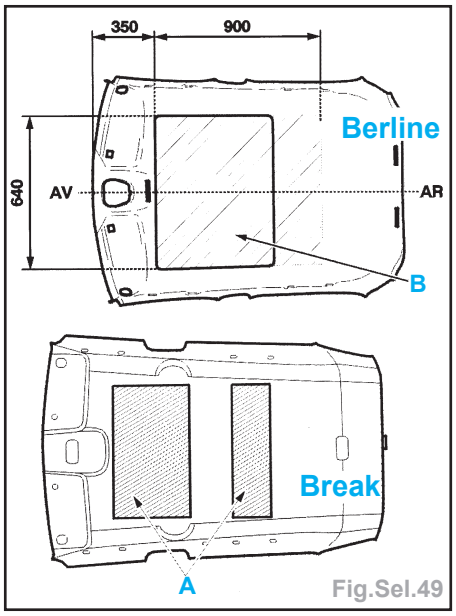

Fig.Sel.49
- Respecter les dimensions d'encollage **A** (break) et **B** (berline) (Fig.Sel.49).